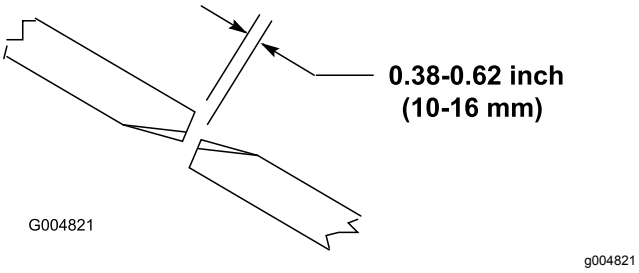

Figuur 26
Voor een goede werking van het maaidek moet de afstand tussen de randen van de messen van de zijmaaidekken en het middelste maaidek 10 tot 16 mm bedragen (Figuur 26).
2. Draai een maaimes van het middelste maaidek en een naastgelegen mes van een zijmaaidek zodanig dat de randen van de messen in een lijn staan. Meet de afstand tussen de mespunten (Figuur 26).